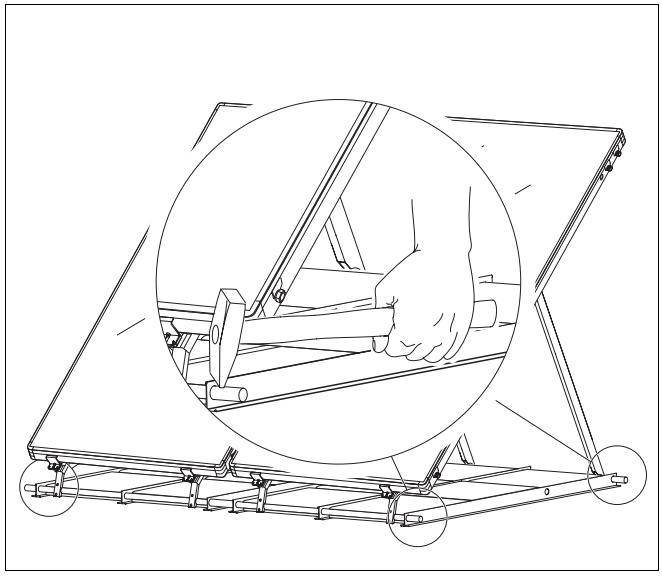

Afb. 63 Staander voor plat dak beveiligen
- Vervorm de buitenste T-profielen van een collectorveld (afb. 63) door met een hamer op de bovenzijde te slaan, tot de ronde leidingen in de T-profielen gefixeerd zijn.